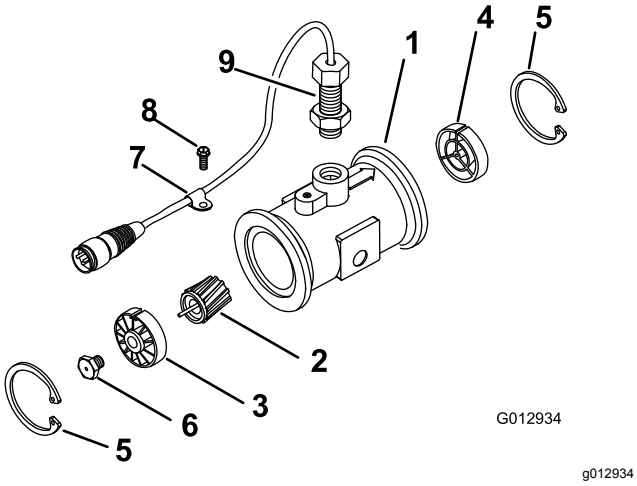

Figur 86
3. Ta bort fästringen på uppströmssidan (Figur 86).